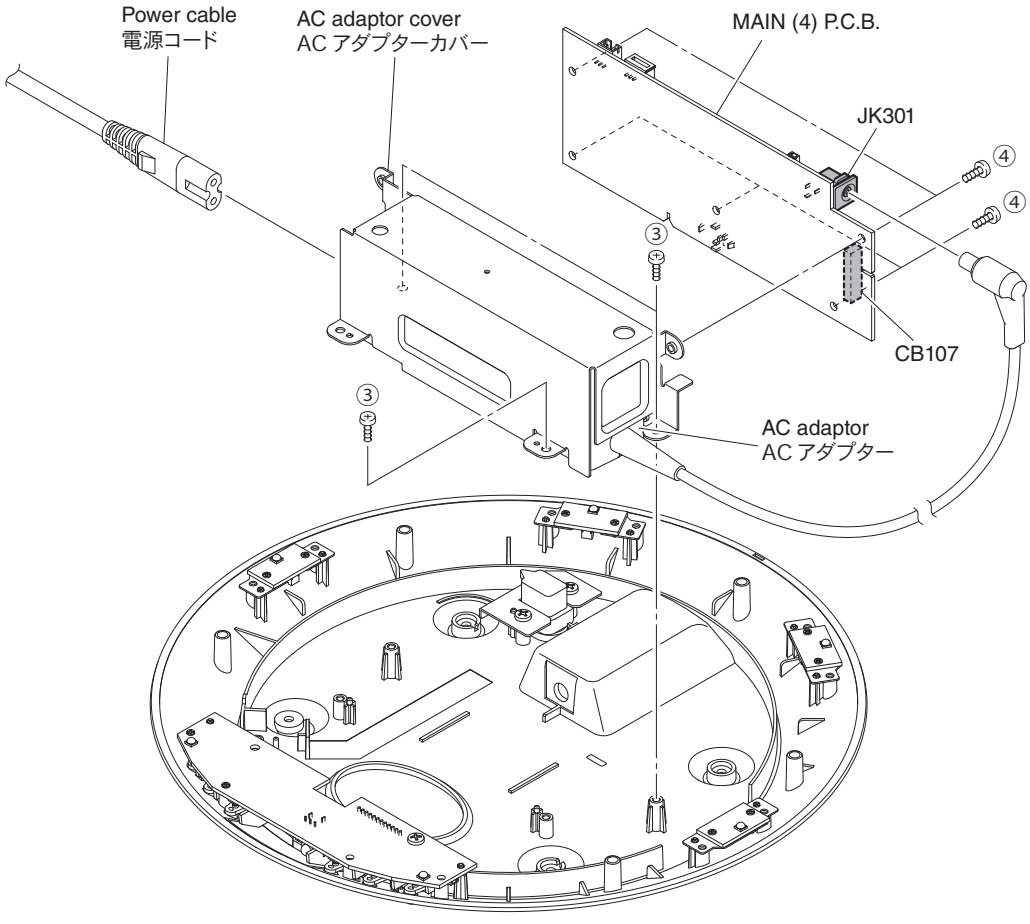

Fig. 3
3. Removal of MAIN (4) P.C.B. (Fig. 3)
a. Remove 3 screws (③).
d. Remove the AC adaptor cover together with the AC adaptor and MAIN (4) P.C.B.
e. Remove 5 screws (④).
f. Remove the MAIN (4) P.C.B.
3. MAIN（4）P.C.B. の外し方（Fig. 3）
a. ③ のネジ 3 本を外します。